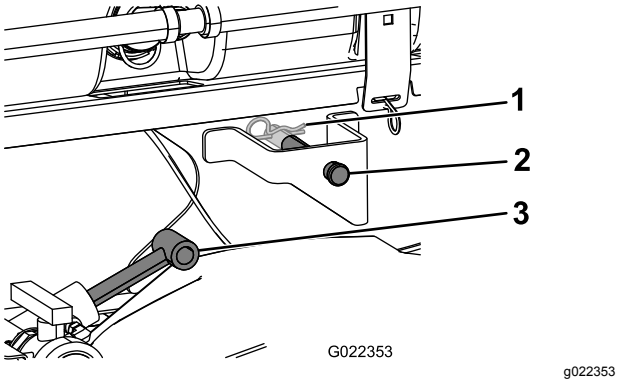

Figur 12
4. Dra ut lyftcylindrarna till fästena på tankplattformen och rikta in cylinderns fästelement med hålen i tankplattformens fästen (Figur 12).